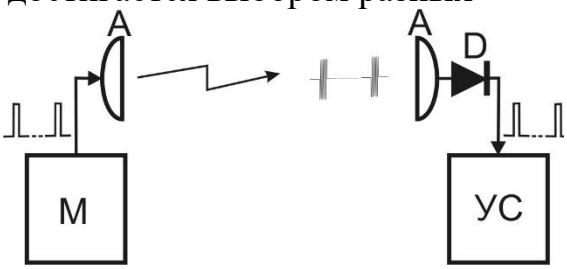
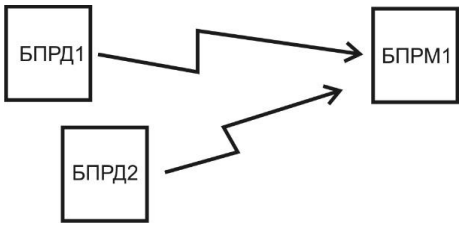

Рис. 6.10
Рис. 6.11
6.3.4.2 Антенна А БПРД, под управлением модулятора М, излучает в направлении антенны А БПРМ радиоимпульсы (см. рис. 6.10). Радиоимпульсы с выхода антенны А (БПРМ) поступают на детектор D, с выхода которого – на узел синхронизации УС. УС определяет их положение во времени и пропускает в узкие «временные ворота» для обработки и принятия решений. Идентификация «собственного» БПРД1 (рис.6.11) при «засветке чужим» БПРД2 достигается выбором разных частотных литер БПРД1 и БПРД2, см п. 6.3.2.2.